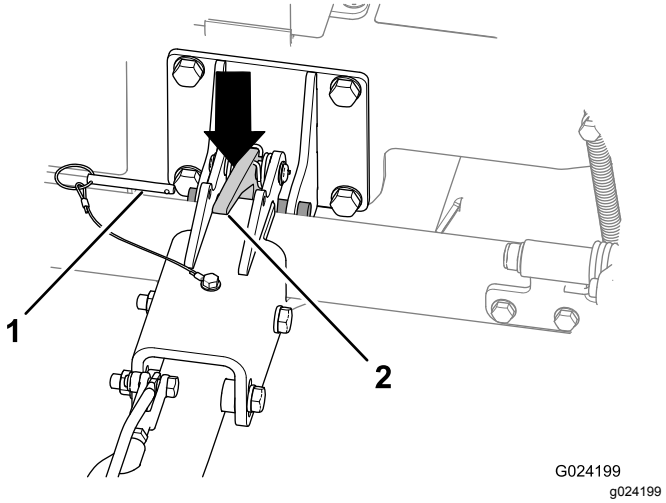

Figur 28
A. Fjern låsestiften (Figur 28).
C. Trykk ned på koblingslåsen for å låse opp (Figur 28).